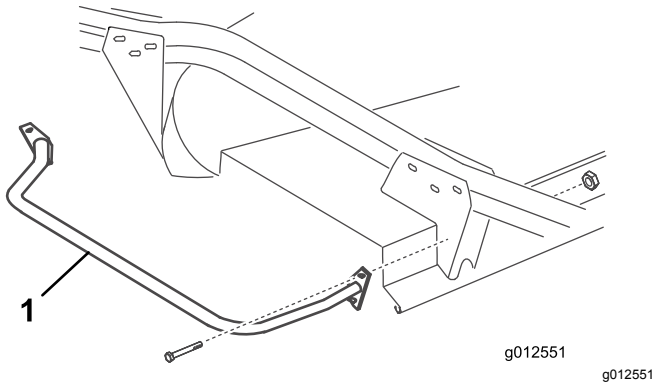

Figur 23
2. Fastgør det øverste monteringshul i den forreste monteringsplade på kofangeren til styrehjulsarmens beslag med en bolt (5/16-18 x 3 tommer) og låsemøtrik (Figur 23).